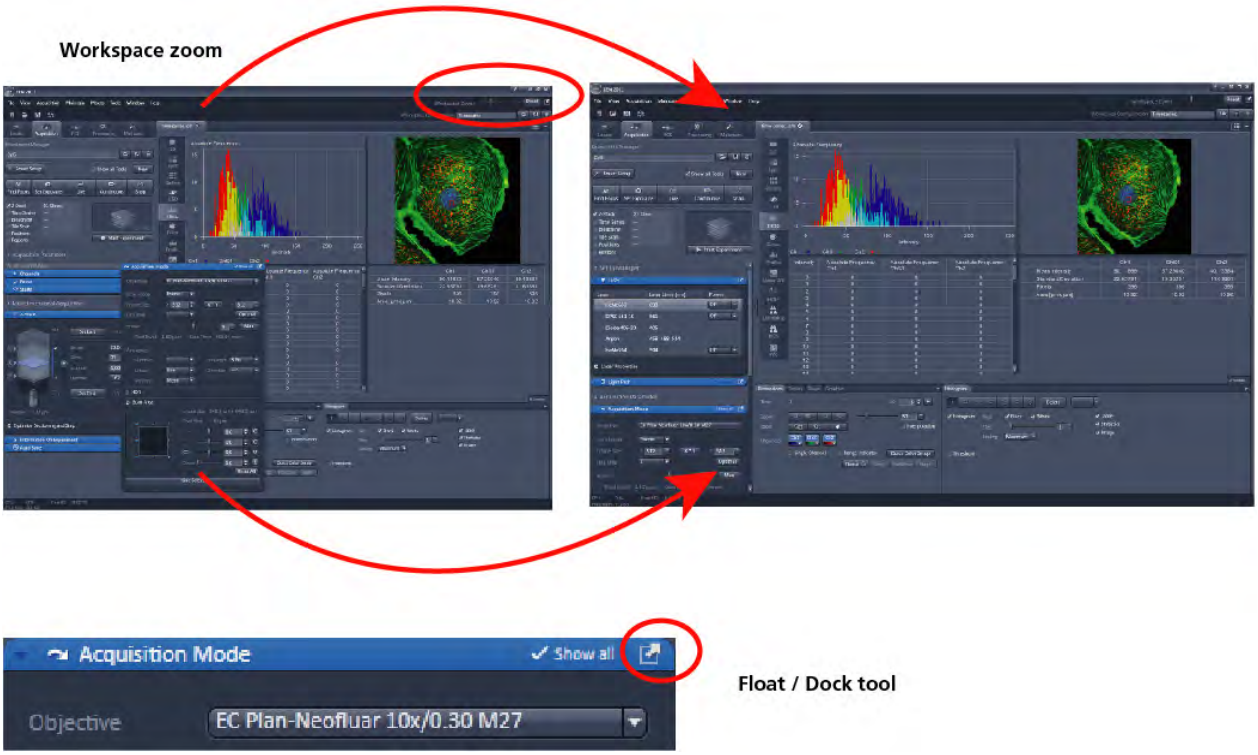

Fig. 18 ZEN window Layout configuration
- The user can add more columns to the **Left Tool Area** or detach individual tools to position them anywhere on the monitor. To add a column, drag a **tool group** by the title bar (e.g. "Acquisition Parameter") to the right and a new tool column automatically opens. To detach a tool, click on the little icon on the very right end of the blue tool header bar or drag it by this blue header bar to where you want it (Fig. 18).
- Another feature is the scalable ZEN interface. This **Workspace Zoom** allows adjustment of the **ZEN** window size and fonts to the situational needs or your personal preferences (Fig. 18).